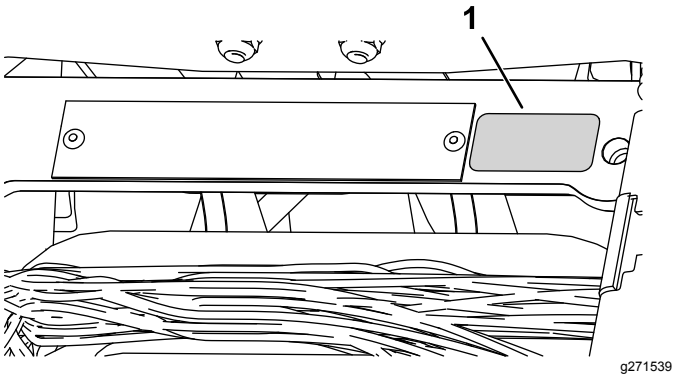

Figuur 12
- Breng de sticker met het productiejaar aan bij het plaatje met serienummer (Figuur 12).